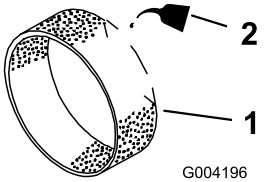

Figuur 18
3. Giet 29,6 tot 59,1 ml olie op het groffilterelement (Figuur 18).